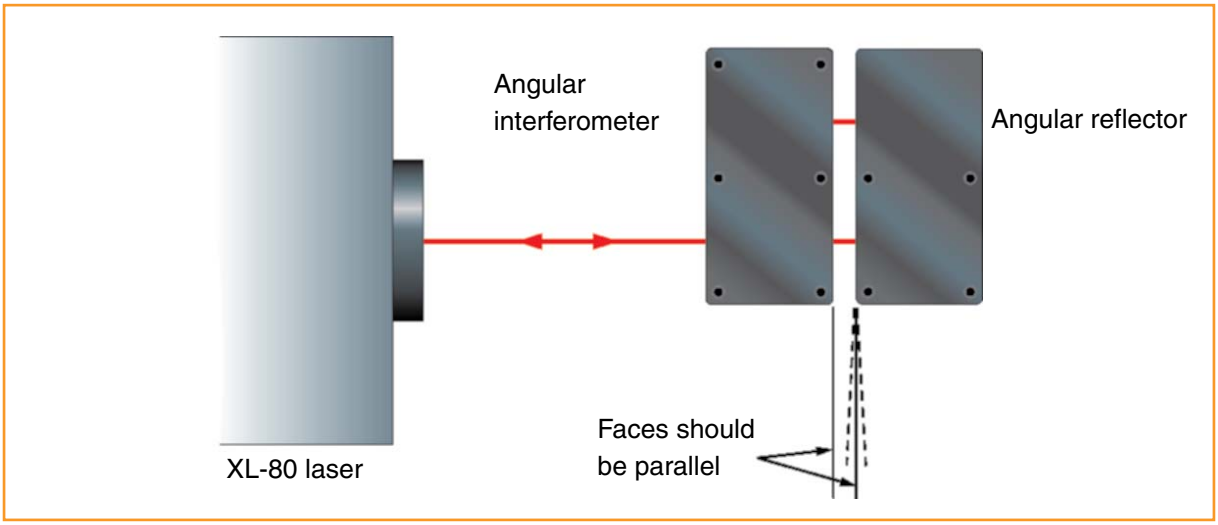

Figure 13
2. The angular interferometer should be placed into position between the laser and the angular reflector, as close to the reflector as possible and mounted onto a rigid location. Ensure that the outside faces of the interferometer and reflector are square with the machine and aligned with one another. Roll misalignment between the optics will result in the two return beams not overlapping. Note: If the interferometer is skewed, then degradation in accuracy and possible failure to detect when the beam is obstructed may occur. As a general rule, it is advisable to align the interferometer to better than ±2° in roll, pitch and yaw, which can often be done by eye (Figure 13).